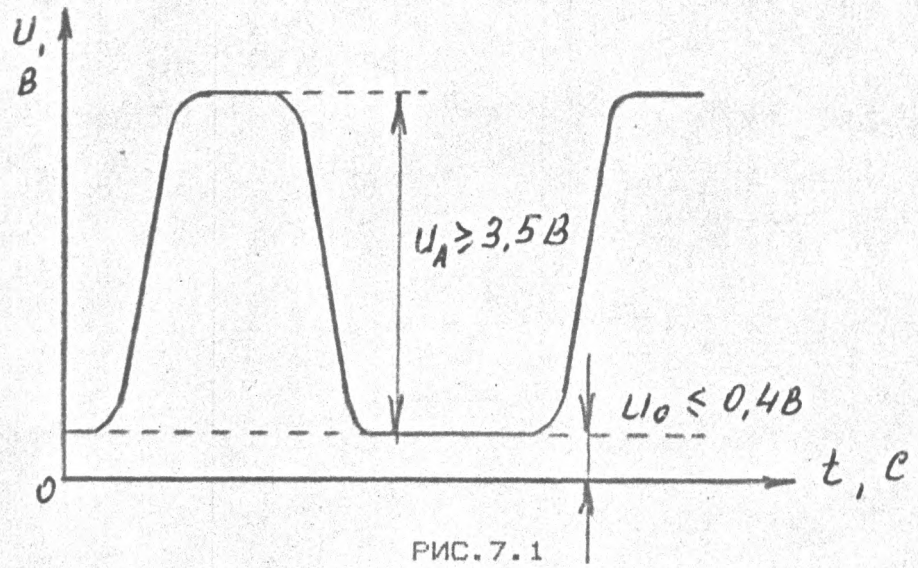

РИС.7.1
7.3.2.1. ВКЛЮЧИТЕ РЕЖИМ "ВОСПРОИЗВЕДЕНИЕ" И ПРОКОНТРОЛИРУЙТЕ НА КОНТАКТЕ XS32:4 (ОТНОСИТЕЛЬНО ОБЩЕГО XS32:2) (СМ. ПРИЛОЖЕНИЕ 1) НАЛИЧИЕ ИМПУЛЬСОВ СЧЕТА ЛЕНТЫ (РИС. 7.1).